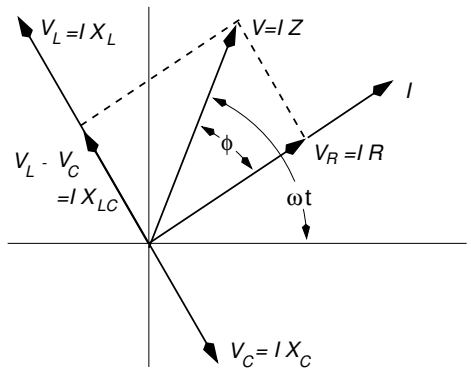

Figure 2
6. *Phase relations:* Use scope channel 1 (plus a differential amplifier) to observe the total voltage $V_{rms\ RLC}$ across the RLC combination. Use scope channel 2 (plus differential amplifier) to observe $V_{rms\ R}$. Fig. 2 shows the phasor relationships.
(ii) With $f = f_r$, short out the capacitor by a jumper, (e.g. with metal bridge connector). Note what happens. Unshort capacitor and then short the inductor. Explain results in terms of Fig. 2. Does current lead or lag the applied voltage in each case?